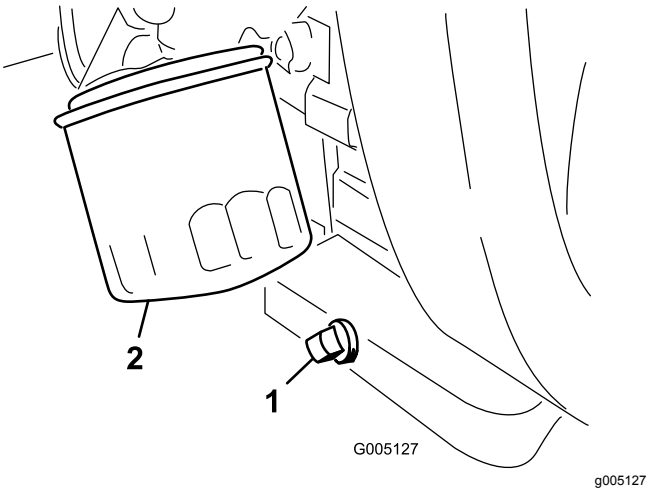

Figur 34
1. Fjern aftapningsproppen (Figur 34), og lad olien flyde over i aftapningsbeholderen.
2. Rengør gevindene på aftapningsproppen, påfør PTFE-forseglingsmiddel, og sæt aftapningsproppen på plads (Figur 34).
3. Fjern oliefilteret (Figur 34).